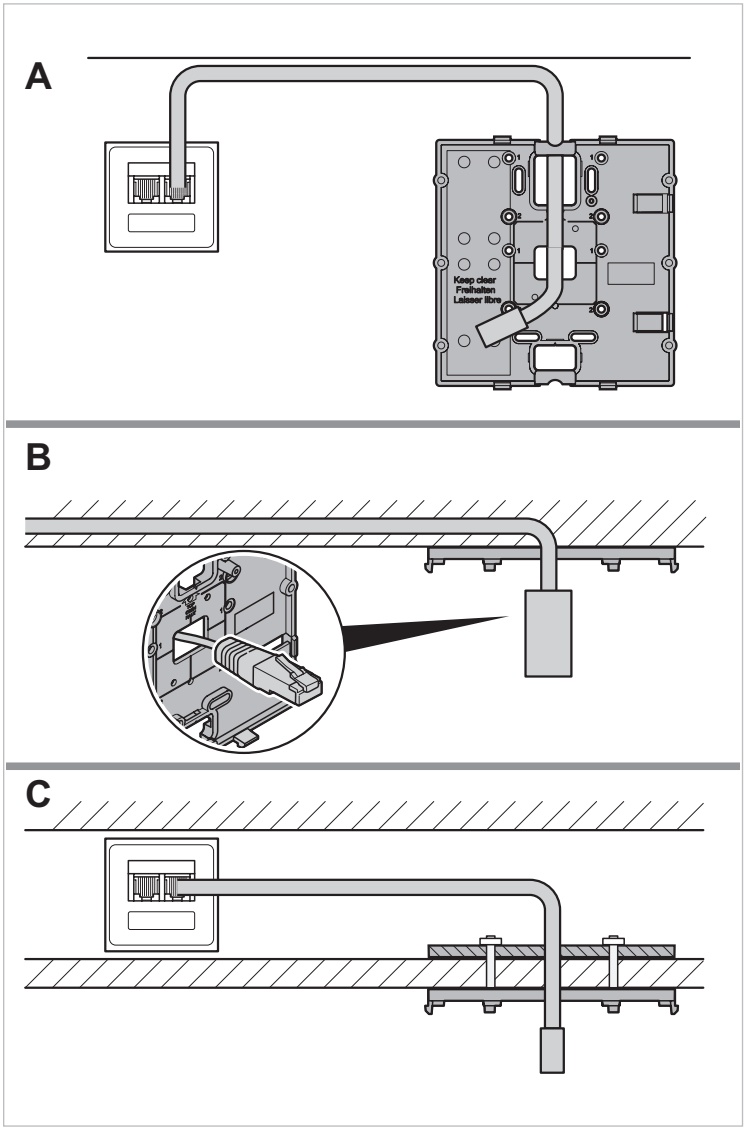

Fig. 8 Montage des Geräts und Zuführung des RJ45-Kabels
- von einer RJ45-Anschlussdose (A und C, Fig. 8)
- LAN-Kabel mit RJ45-Stecker oder Ethernet-Kabel direkt an den RF-Leser anschliessen (B, Fig. 8).
3. Anschrauben der Universal-Montageplatte an einer abgehängten Decke (C, Fig. 8):